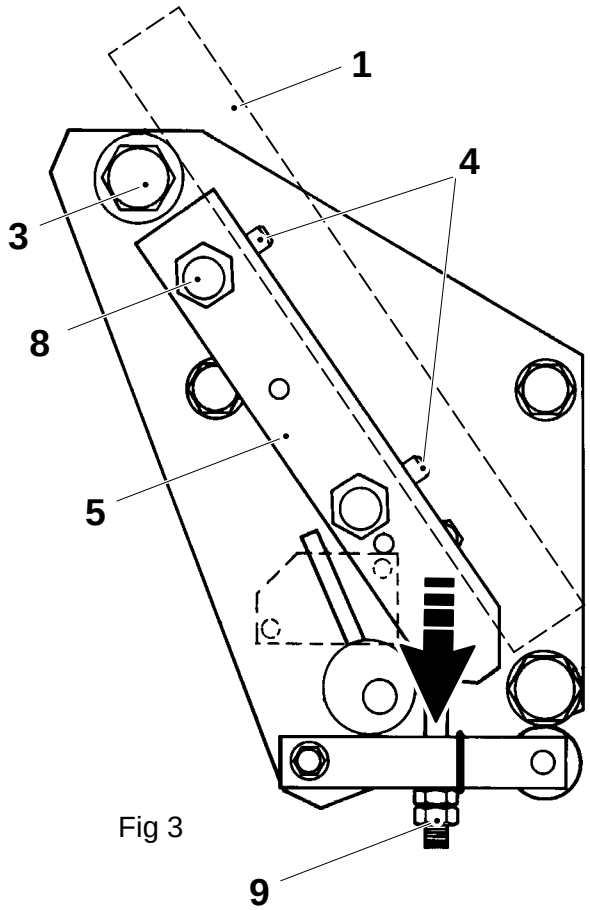

Fig 3
b) Set the pressure screws (4) so that the vacuum plate (5) can only be moved sidways.
c) Place the ruler (6) in the groove and check that the flanges of the roller (3) and the groove are in line. Adjust by means of shims (7) behind the roller. Check with both narrow and wide IS strip.
d) Undo the screws (8) and pull off the vacuum plate (5). Fit tool TP No. 74767–102, see arrow fig. 3.
e) Set the spring force for the pressure roller to 35 – 45 N. Adjust the spring force by means of the adjustment screw (9).